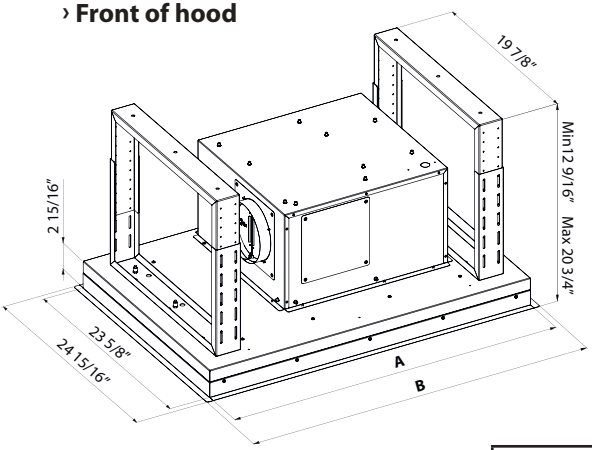

FIG.1
2. Fasten the telescopic brackets **A** and **B** to the joist with screws **D**. Adjust the brackets to the dimensions shown in **(Fig.1)**.